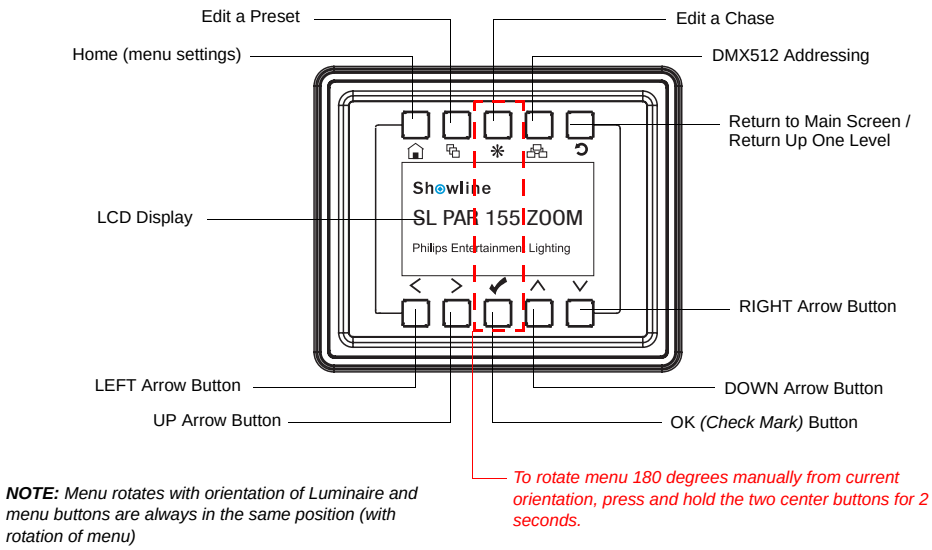

Figure 11: LCD Display and Menu System
Step 2. Press the desired button (as shown in **Figure 11 on page 15**) to access menu categories.
Step 5. Press CHECK MARK (OK) button to accept changes.